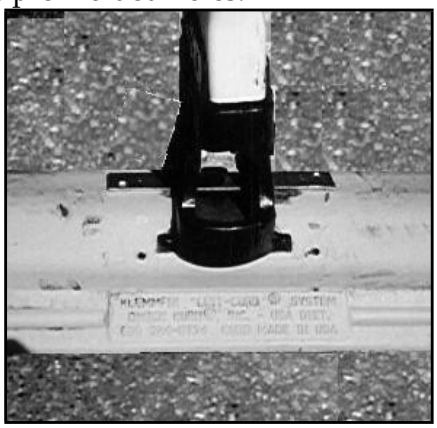

Fig 9
4. Position the Stabilizing Bars so that their holes are above the pre-molded holes in the top of the L60 SEPARATOR (Fig 9). If necessary, use the rubber hammer to align the Stabilizing Bars with the pre molded holes.